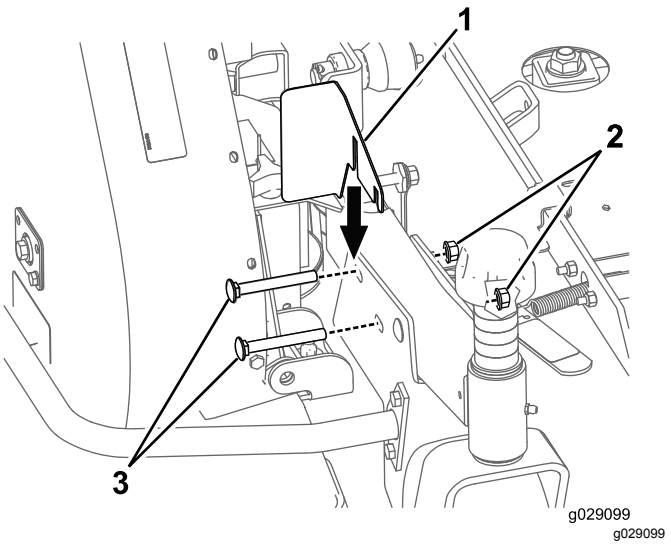

Figur 26
2. Monter remskivens afskærmning på maskinen (Figur 26).